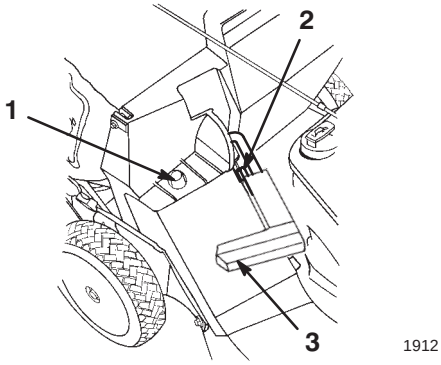

Figur 19
2. Se till att utkastarluckans handtag är fört hela vägen fram och att pinnen vidrör regeln (figur 19).
3. Skjut in hålet i gräsuppsamlarens ram på hållaren på kåpan (figur 19).
2. Lyft utkastarluckans handtag och för det framåt tills låspinnen vidrör regeln (figur 19).